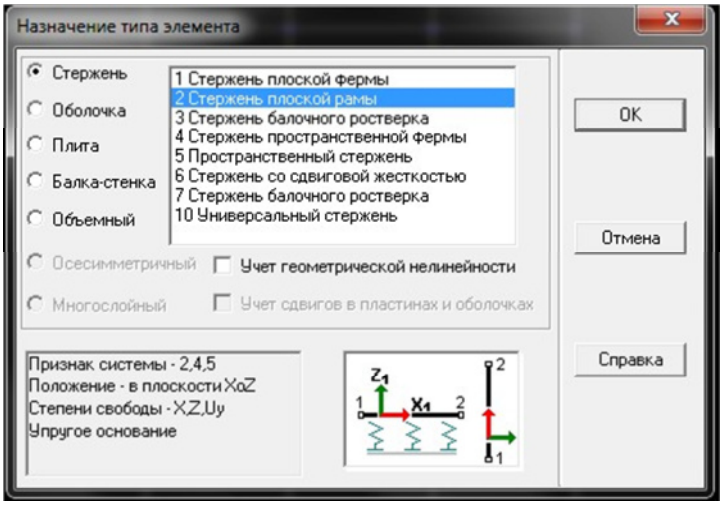

Рисунок 2.12 - Диалоговое окно SCAD для выбора типа конечных элементов
9. Назначение опорных связей (опор) осуществляется в диалоговом окне **Связи** (рис.2.12), которое появляется при нажатии кнопки «Установка связей в узлах» инструментальной панели вкладки **Назначения.**
состояния конструкции от действия внешних нагрузок. Тип КЭ, наиболее точно подходящий для расчетной схемы можно выбрать в диалоговом окне **Назначение типа элемента** (рис.2.12), вызываемое нажатием кнопки на инструментальной панели при активизированной вкладке **Назначение**.